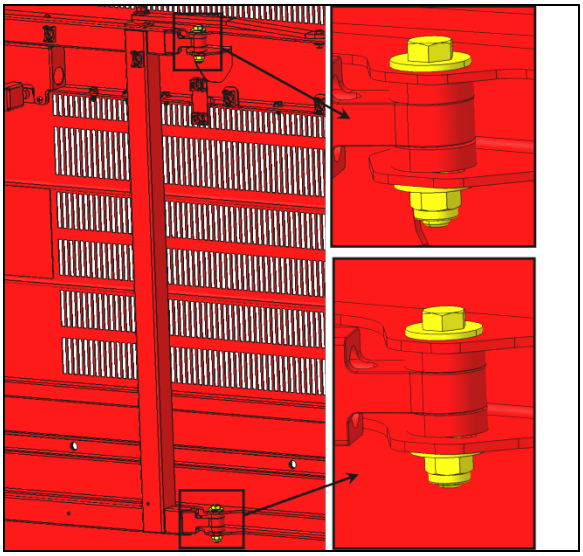

**FIGURE 108**
4. If the vertical position is out of tolerance, rotate the door using the adjustment provided on the inner side of the door, at the attachment points between the arm and the door (**FIGURE 108**).